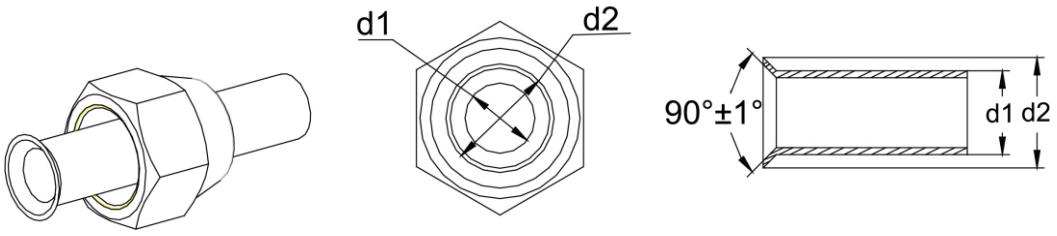

Fig. 12
(1) Utilisez le coupe-tuyau pour découper le tuyau de raccordement s’il est déformé.
(2) Orientez le tuyau vers le bas si des morceaux de ferraille pénètrent à l’intérieur au cours de la découpe. Éliminez les bavures après la découpe.
(3) Retirez l’écrou d'évasement raccordant le tuyau de raccordement intérieur à l’unité extérieure. Utilisez ensuite l’outil d'évasement pour fixer l’écrou d'évasement dans le tuyau (comme indiqué dans la Fig.12).
(4) Vérifiez si la pièce est évasée de manière uniforme et si elle présente des cassures.